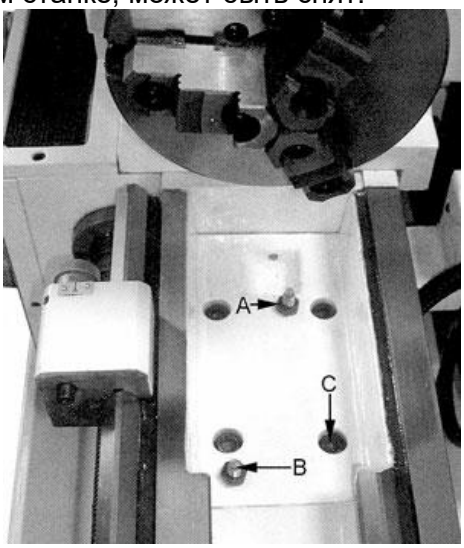

Рис.21
Вытащите конический штифт (B, рис.21) посредством подтягивания гайки (A).